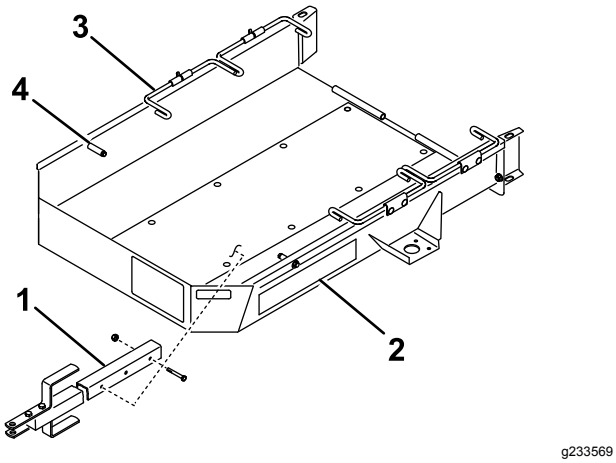

Figuur 2
4. Monteer de koppelinrichting op de bevestigingsbeugel aan de onderkant van de laadbak van de aanhanger met 2 bouten (3/8" x 2¾") en 2 borgmoeren (Figuur 2).
4. Zet de gashendel in de laagste stand en rij de machine **langzaam** op de aanhanger totdat de transportwielen de stoppen raken (Figuur 2).
6. Kantel de eerste reeks wielstangen omlaag achter de transportwielen (Figuur 2).